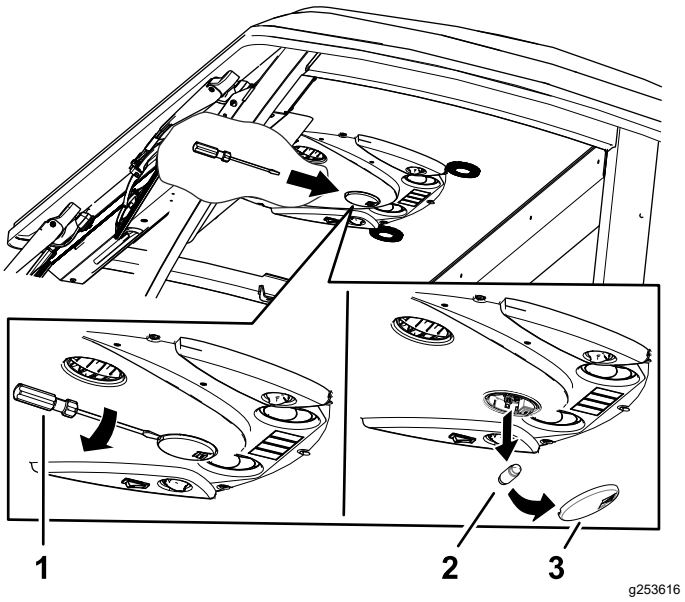

Figuur 87
1. Verwijder de lens van het lampje met een schroevendraaier uit het bedieningspaneel (Figuur 87).
2. Verwijder de lamp uit de voet (Figuur 87).